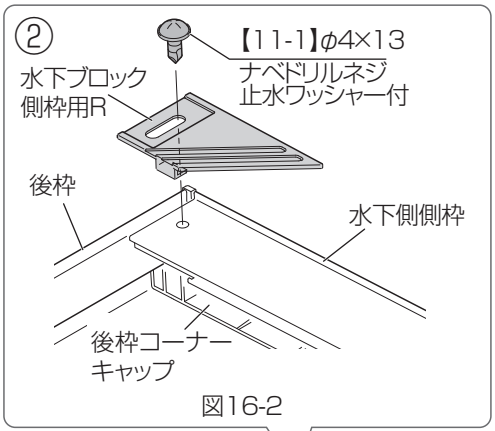

図16-2
②水下ブロック側枠用と一緒に水下側側枠を【11-1】で後枠側から取り付けてください。(図16-2)